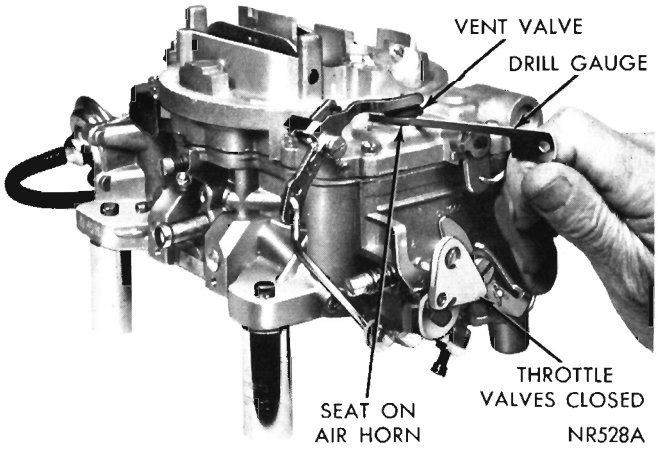

Fig. 18—Bowl Vent Valve Adjustment
(1) With throttle valves tightly closed, insert a 1/8 inch drill between air horn and valve at smallest opening (Fig. 18).
(2) If an adjustment is necessary, bend adjusting tang (on pivot end of lever) until correct opening has been obtained.